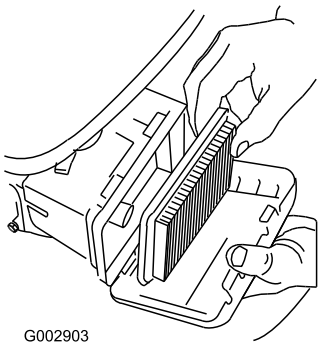

Figur 37
3. Fjern luftfilteret (Figur 37).